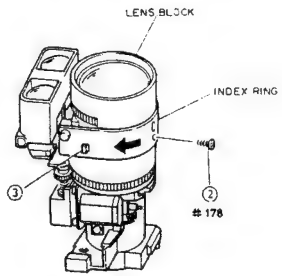
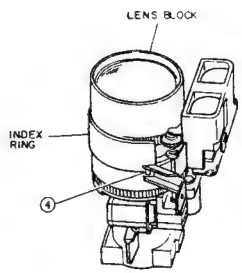

Fig. 2-106
Fig. 2-107
1) Set the zoom ring to the telephoto end and turn the focus ring to the infinity (∞) end. (See Fig. 2-106)
2) Remove one (1) screw holding the index ring.
3) Turn the index ring in the direction of the arrow to release one (1) tab.
4) Release one (1) tab holding the index ring . (See Fig. 2-107)